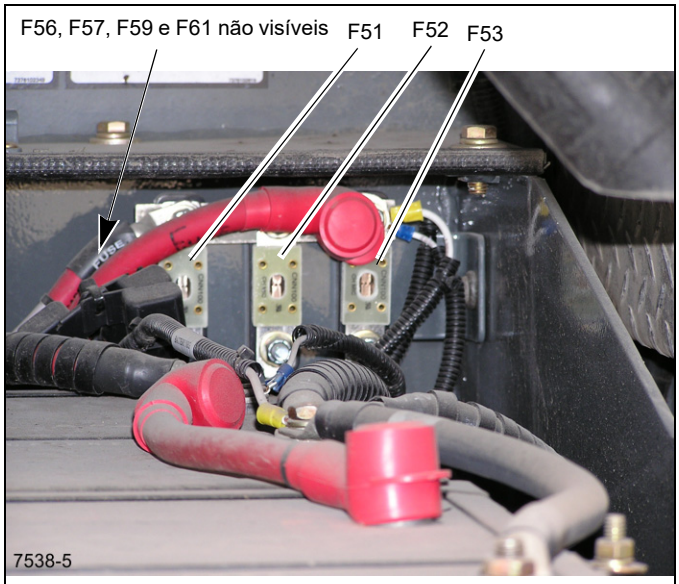

FIGURA 3-3
A caixa de baterias está localizada à direita do tanque de combustível. Os fusíveis estão localizados na traseira da caixa de baterias, atrás das baterias. Consulte a Figura 3-3 e a Tabela 3-1 para obter informações específicas sobre cada fusível.
**Tabela 3-1 Fusíveis da caixa de baterias (Figura 3-3)**